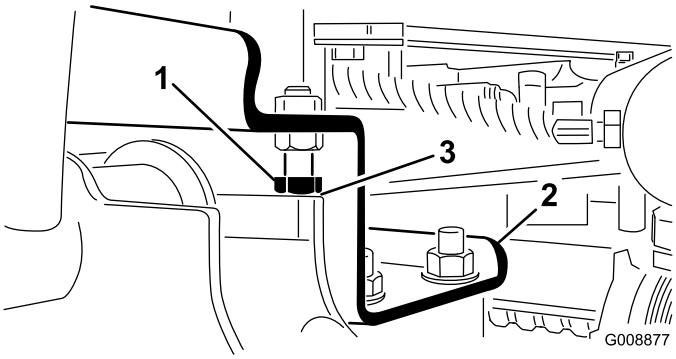

Figuur 11
A. Draai de aanslagbouten los (Figuur 11).
2. Controleer of de speling tussen elke hefarm en de aanslagbouten 0,13-1,02 mm bedraagt (Figuur 11). Als de afstand zich niet in dit bereik bevindt, moet u de aanslagbouten verstellen om de juiste speling te verkrijgen.